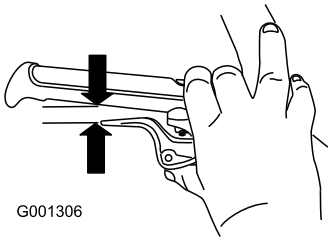

**Figur 9**
5. Håll in spaken helt, kontrollera sedan glipan mellan handtagets undre del och änden på hjulkopplingsspaken (Figur 9).